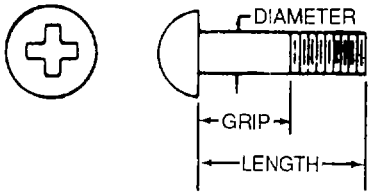

Figure 2-36. Structural Screw
(1) Measure flat-head screws from top of head to end of thread.
(2) Measure all other screws from bottom of end of thread as shown in figure 2-36.
(2) *Brazier-head screws*. The NAS220 through NAS235 brazier-head screws, as shown in figure 2-36, have the same characteristics as MS24694 flat-head screws, except for the difference in the heads The NAS80 (100-degree) close tolerance countersunk bolt is similar to the MS24694 (100-degree) flat-head screw